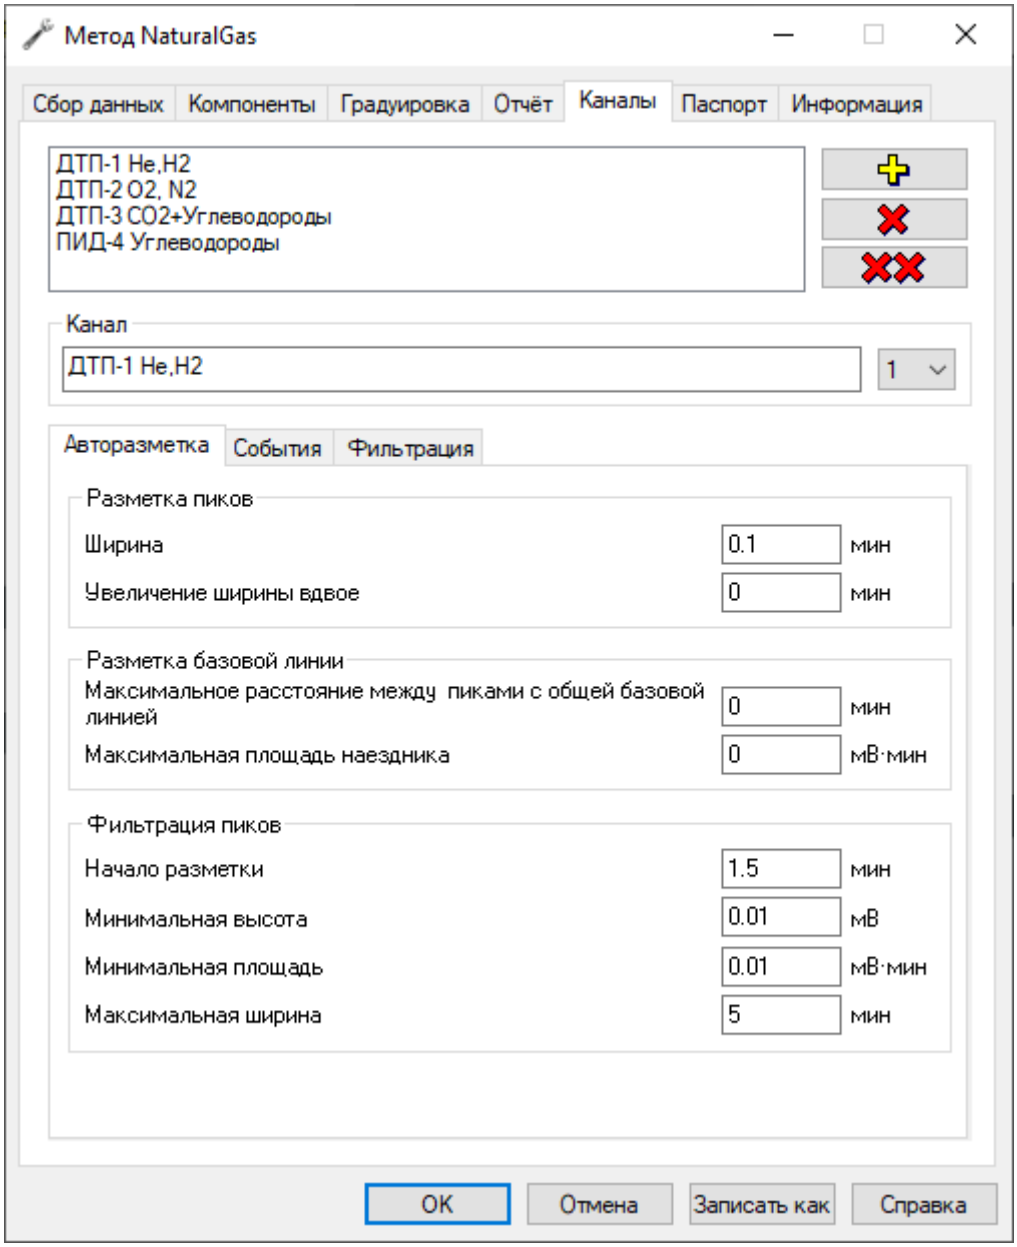

Рис. 52: Окно «Метод > Каналы»
2. В окне *Метод* перейдите на вкладку *Каналы* (Рис. 52).